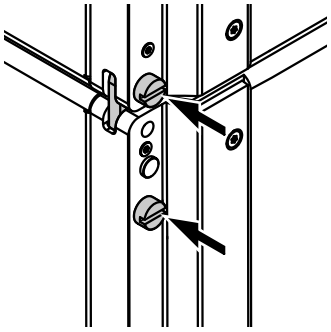

Abb. 2: SUB zu SUB, 0° Splay-Winkel
2. SUB zu SUB mit 0° Splay-Winkel zwischen den Lautsprechern (⇒ Abb. 2).